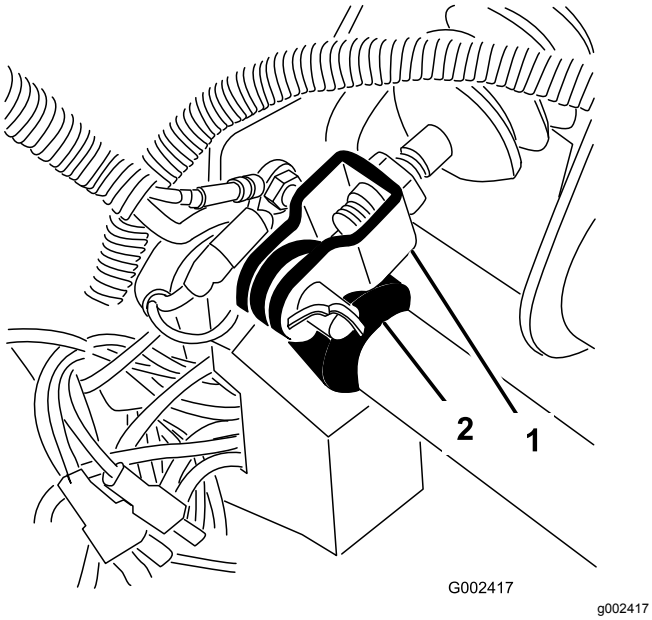

图60
1. 取下将主汽缸轭固定到刹车踏板枢轴上的开口销和柱销图60。